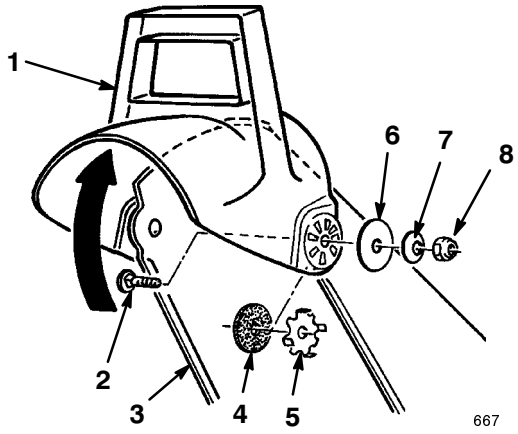

Figur 15
2. Fest avlederens venstre side til utløpssjakten ved hjelp av delene som er vist i figur 15.